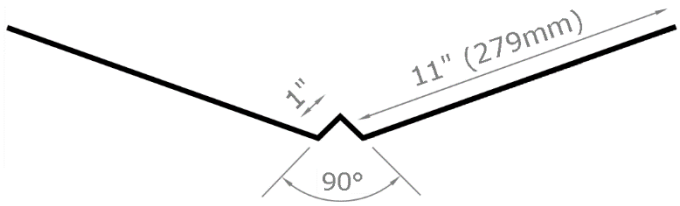

FIGURE 11 - Valley
- **VALLEY METAL** - Consult local building codes for width of metal valley and for allowed materials. The width should be a minimum of ***12" (305mm)*** on each side. FWAVE recommends the use of a W-style valley metal. See **Figure 11**. Install the metal valley on top of the underlayment and fasten ***1" (25mm)*** from the edges of the valley. When overlapping metal valley pieces, ensure a minimum overlap of ***4" (102mm)*** and seal together with FWAVE approved sealant and adhesive (see **Table 1**). Do not apply fasteners at the overlaps except on the edges.